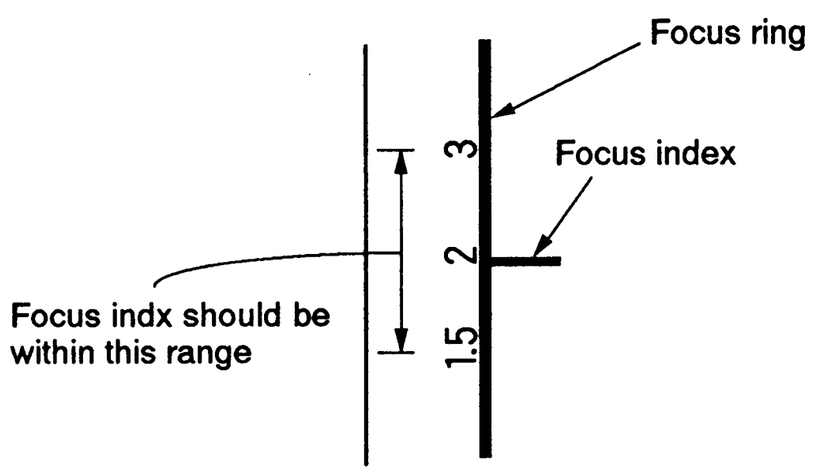

Fig. 7-11.
9) While holding the flange back adjusting Pin ❷ to prevent further rotation, tighten the flange back setscrew ❶.
10) With the zoom lever fixed at its WIDE-end position, turn the focus ring and set it to the position that provides the best focus of the wedge. Check to assure the focusing index position is within the range shown in Fig. 7-11. Also, rotate the focus ring to the close (1.1m) and far (∞) extremes and confirm that the wedge is no longer in focus at their position.